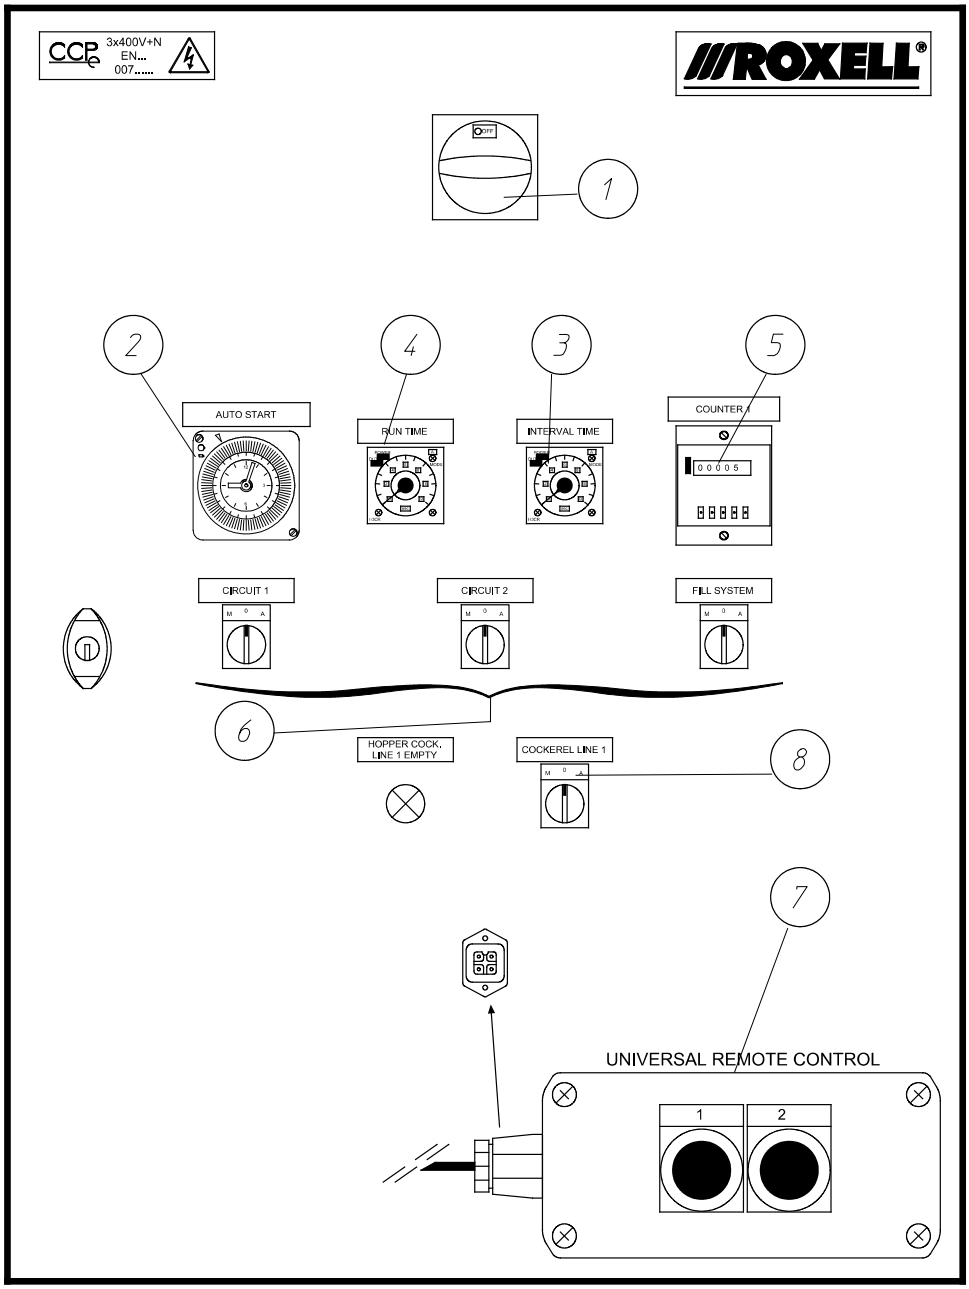

РИСУНОК 2.
- Подключите дистанционное управление (7) к панели управления.
- Установите переключатель контуров (6–см.стр. I-8 Рисунок 2.) в позицию M (Manual=Ручное). Соотвествующая жёлтая лампа внутри переключателя загорится.
- Установите переключатель системы наполнения (6–см.стр. I-8, рисунок 2.)) в позицию M (Manual=Ручное). Соотвествующая жёлтая лампа внутри переключателя загорится.